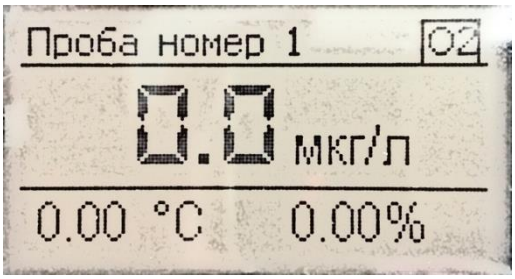

Рис.4. Основной экран.
Гидроблок (рис.4) состоит из проточной ячейки (3) со свободным сливом и монтажной панели из нержавеющей стали (11). Проба поступает в ячейку через вентиль «проба» (4) и распределяется на переливное устройство и измерительный канал ячейки, в котором размещается кислородный датчик (5). Вентиль «проба» плавно регулирует входящий поток и управляет уровнем пробы в переливном устройстве.
Рис. 4. Габаритно-установочный чертеж гидроблока. 1. Крестовина. 2. Вентиль «расход». 3. Проточная ячейка. 4. Вентиль «проба». 5. Датчик кислородный. 6. Кронштейн для МПК-01/02. 7. Резьбовые заклепки (4 шт.) для монтажа трансмиттера. 8. Отверстие для кабелей трансмиттера. 9. Резьбовые заклепки (4 шт.) для монтажа трансмиттера настенного исполнения.. 10. Отверстие для кабелей ИД и кабеля термодатчика. 11. Монтажная панель.